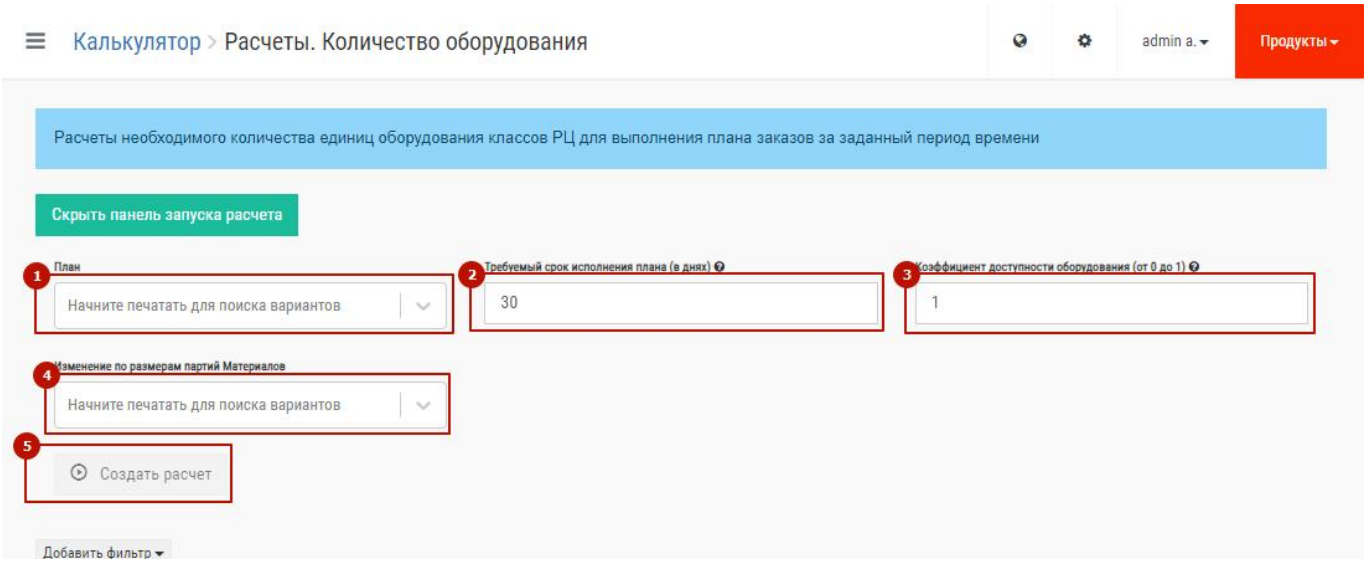

Рис. 61 – Параметры расчета «Количества оборудования»
В окне появятся поля с параметрами расчёта, которые нужно заполнить. Пример окна показан на Рис. 61.
1. План заказов. Это обязательный параметр, без выбора плана заказов расчет не будет выполнен (1 на Рис. 61).
2. Требуемый срок исполнения плана (в днях). Это число используется для вычисления фонда рабочего времени, который затем используется при моделировании. Это обязательный параметр. По умолчанию стоит 30 дней (2 на Рис. 61).
3. Коэффициент доступности оборудования. Обязательный параметр. Требует ввода значения от 0 до 1. Также используется для расчёта фонда рабочего времени и при расчётах перемножается вместе с требуемым сроком исполнения плана. Нужен в объемных расчетах для учета ППР, износа оборудования, сменности и т.д. (3 на Рис. 61).
4. Изменение по размерам партий материалов. Это не обязательный параметр. Используется в расчётах для определения минимальны производственных партий. Если требуемая для изготовления всех заказов плана партия материала меньше размера партии в изменение, то при расчете будет применен размер партии, указанный в изменении (4 на Рис. 61).
После заполнения всех обязательных параметров кнопка «Создать расчет» станет доступной для нажатия (1 на Рис. 61).